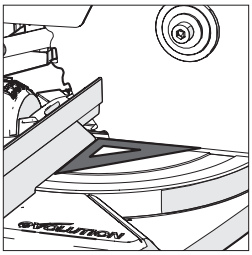

Fig. 14
- Puneți un raportor pe masă cu o latură scurtă lipită de riglă și cealaltă latură scurtă lipită de disc (evitați vârfurile de TCT ale dinților discului) **(Fig. 14)**.